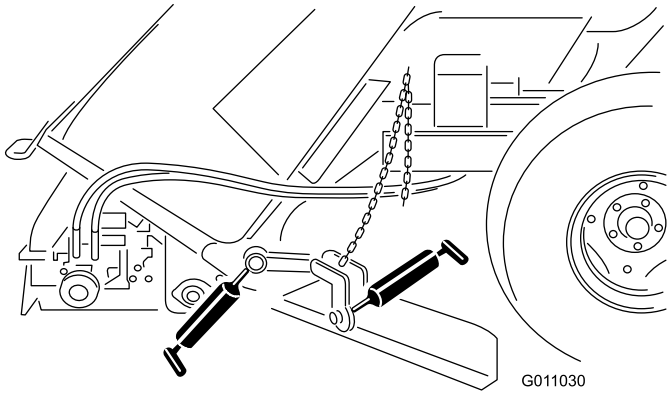

Figur 34
- Feste til gressoppsugingsblad (Figur 34).
- Nav til gressoppsugingsblad (Figur 34).